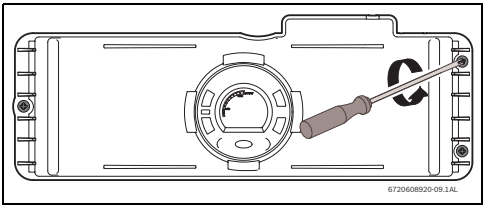
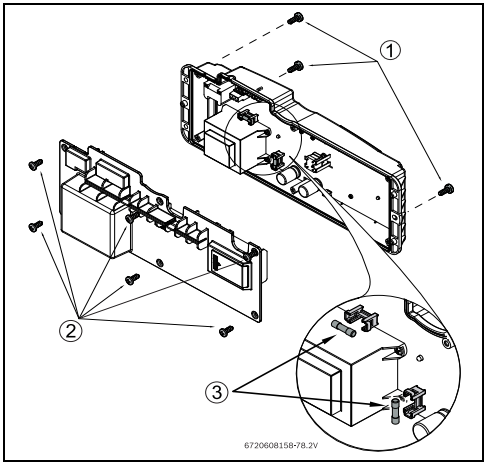

Рис. 38
Рис. 39 Расположение предохранителей
- отпустите три винта на блоке управления (Рис. 38 и Рис. 39 , поз. 1).
- Отпустите шесть винтов на задней крышке блока управления,. Рис. 39 , поз. 2.
- Проверьте предохранители на печатной плате, см. Рис. 39 , поз. 3.
- После проверки предохранителей установите все детали на место в обратном порядке (Рис. 39 , поз. 3).